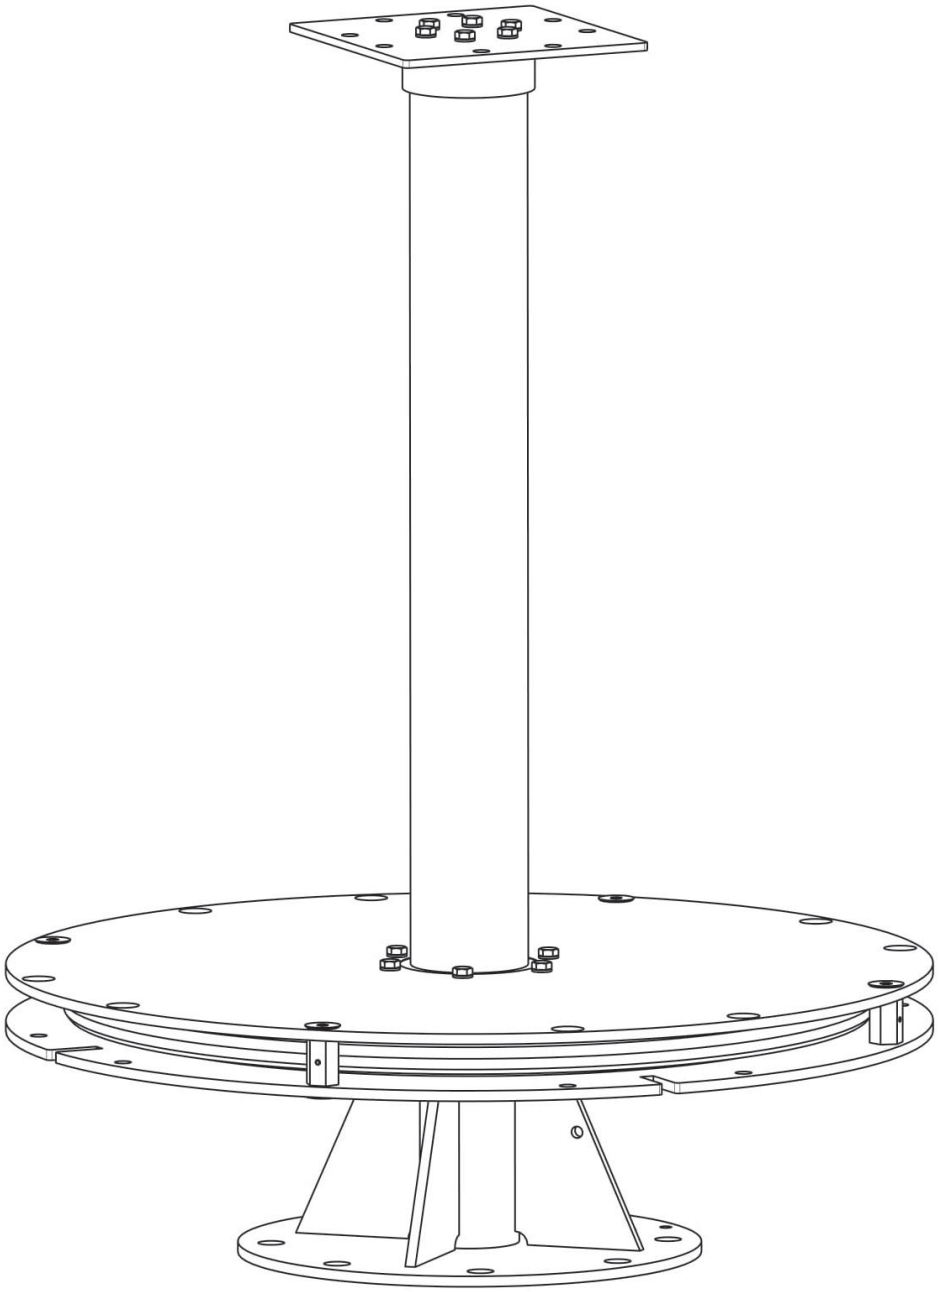

RYSUNEK 4
8. Wał (Rys.4) ustawić na stabilnym, nieruchomym podwyższeniu.